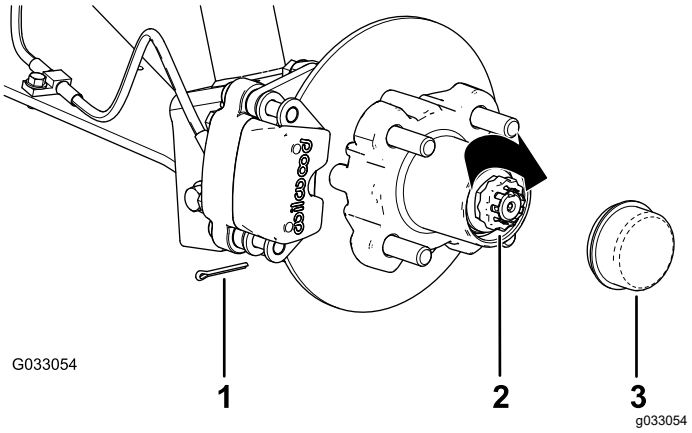

Figur 31
8. Monter holderen over møtrikken og kontroller justeringen af rillen i holderen og hullet i spindlen til låseclipsen (Figur 31).
9. Monter låseclipsen og bøj hvert ben omkring holderen (Figur 31).
10. Monter støvhætten på navet (Figur 31).